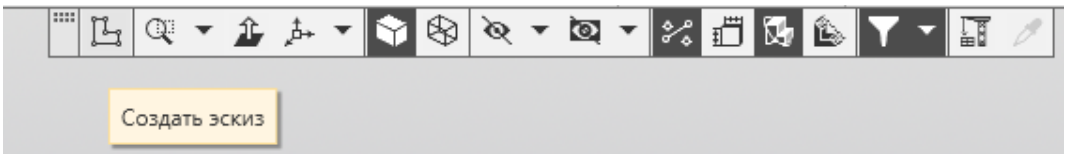

Рис. 1.7
4. На панели быстрого доступа нажмите кнопку Создать эскиз (рис. 1.7).